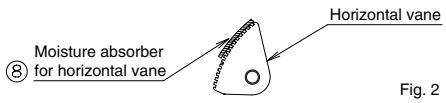

Fig. 2
(3) Adhere the moisture absorber for horizontal vane to the edge of the horizontal vane of air outlet (Fig. 2).